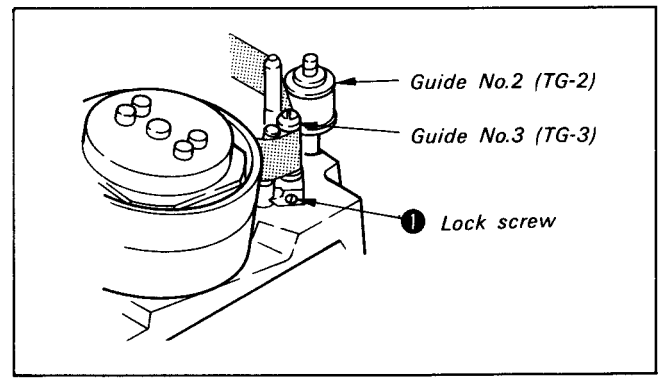

Fig. 2-54
3) Loosen lock screw ❶ of guide No. 3 (TG-3) and turn guide No.3 so that the waveform on the inlet side becomes flat (See Fig. 2-54).